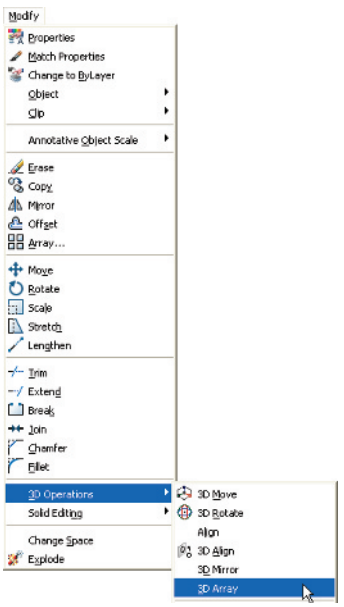

Fig. 15.11 Selecting **3D Array** from the **Modify** drop-down menu
2. *Click* on **Modify** in the menu bar and in the drop-down menu which appears *click* on **3D Operation**, followed by another *click* on **3D Array** in the sub-menu which appears (Fig. 15.11). The command line shows: